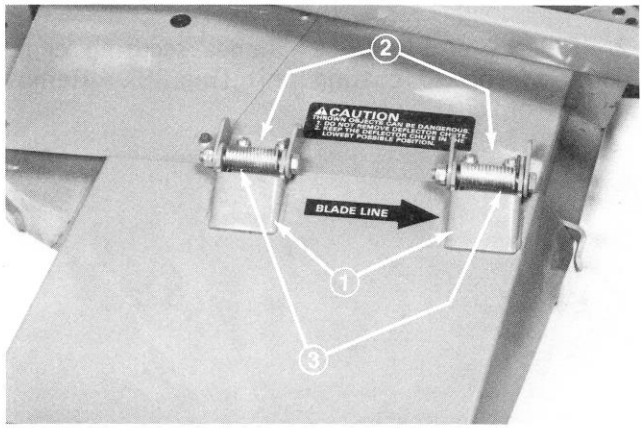

Figure 37
2. Remove two capscrews, locknuts, and springs securing deflector mounts to pivot brackets (Fig. 37).
3. To remove the pivot brackets, remove carriage bolts and locknuts (Fig. 37).